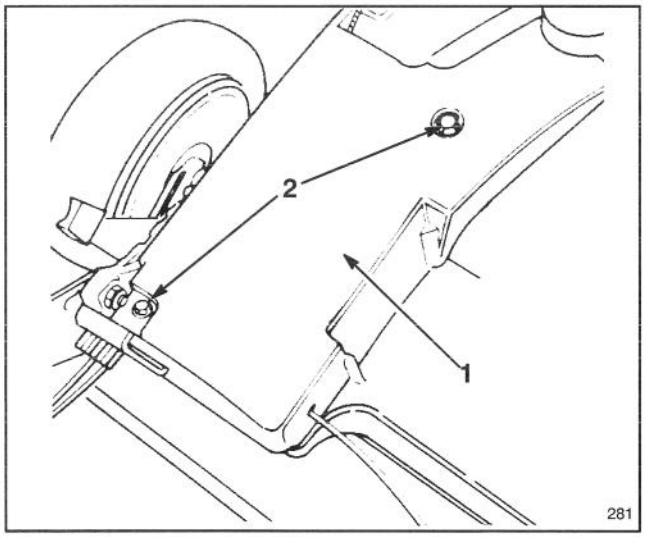

Figure 30
10. Remove screws securing belt cover to mower housing (Fig. 30). Lift off cover and brush out all debris from belt area. Reinstall belt cover.